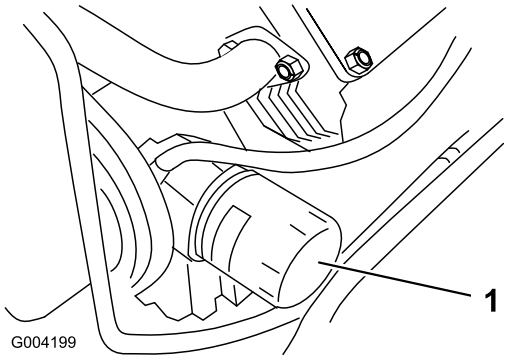

**Figuur 37**
3. Verwijder het oude filter (Figuur 37) en veeg het oppervlak van de pakking van het filtertussenstuk schoon.